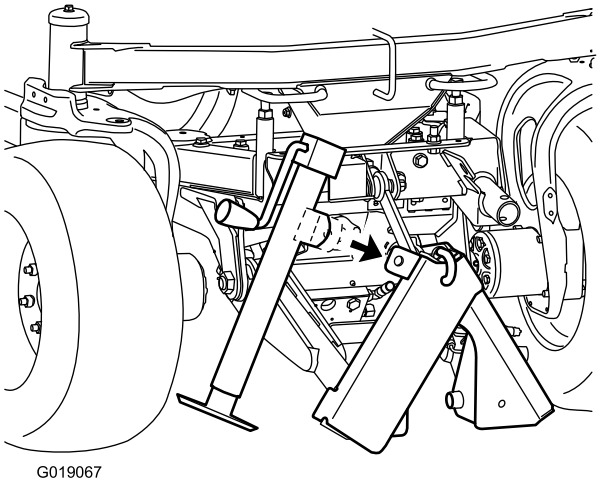
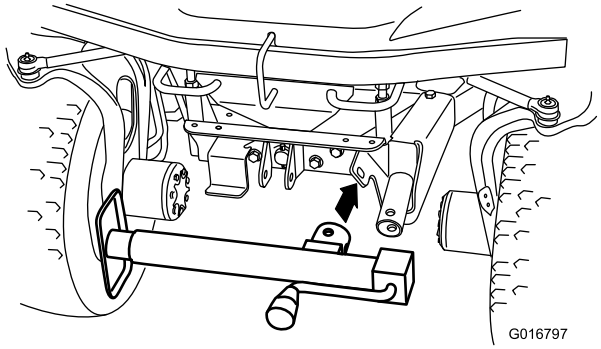

Figure 7
Figure 8
1. Hook the hub of the jack onto the tab of the jack storage bracket (Figure 7) or onto the tab of the jack bracket (Figure 8).